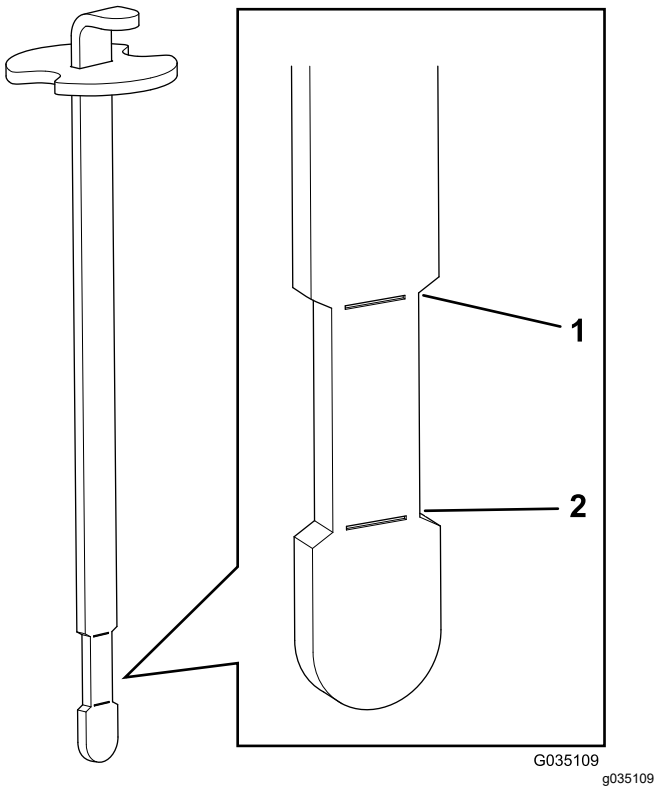

Figuur 40
6. Steek de peilstok in de vulbuis. Verwijder deze daarna en controleer het vloeistofpeil (Figuur 40).